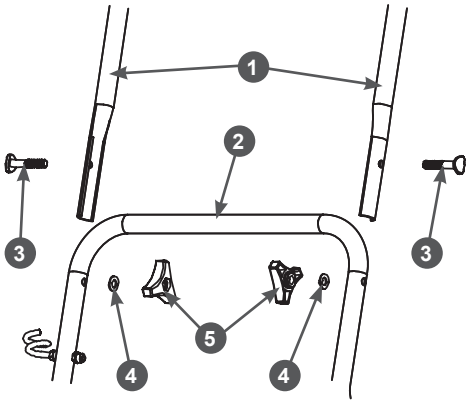

Рис. 5. Установка верхней части рукоятки
3. Установите верхнюю часть рабочей рукоятки. Совместите отверстия в верхней 1 и нижней 2 частях рабочей рукоятки, вставьте в образовавшиеся отверстия болты 3, установите шайбы 4 и закрутите барашковые гайки 5 (Рис. 5).